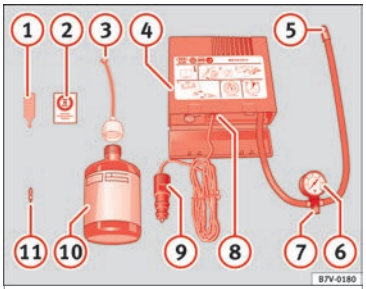

Fig. 68 Representación estándar: contenido del kit antipinchazos.
- Desenrosque la caperuza y el obús de la válvula del neumático. Utilice el aparato ››› **fig. 68** (1) para extraer el obús. Colóquelo en una superficie limpia.
- Agite con fuerza la botella de sellante de neumáticos ››› **fig. 68** (10).
- Enrosque el tubo de inflado ››› **fig. 68** (3) en la botella de sellante. El precinto de la botella se romperá automáticamente.
- Retire el tapón del tubo de llenado ››› **fig. 68** (3) y enrosque el extremo abierto del tubo en la válvula del neumático.
- Vuelva a colocar el obús con el aparato ››› **fig. 68** (1) en la válvula del neumático.
- Enrosque el tubo de inflado del neumático del compresor ››› **fig. 68** (5) en la válvula del neumático.
- Compruebe que el tornillo de evacuación de aire está cerrado ››› **fig. 68** (7).
- Acople el conector ››› **fig. 68** (9) a toma de corriente de 12 voltios del vehículo ››› **pág. 154**.
- Conecte el compresor de aire con conmutador ON/OFF ››› **fig. 68** (8).